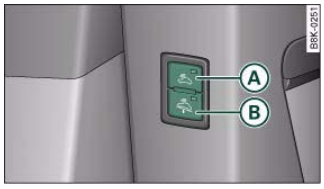

Fig. 40 Front end of the driver's door: Swtiches for interior monitor and tow-away protection
– Press switch (A) ⇒ fig. 40. The diode in the switch will light up.